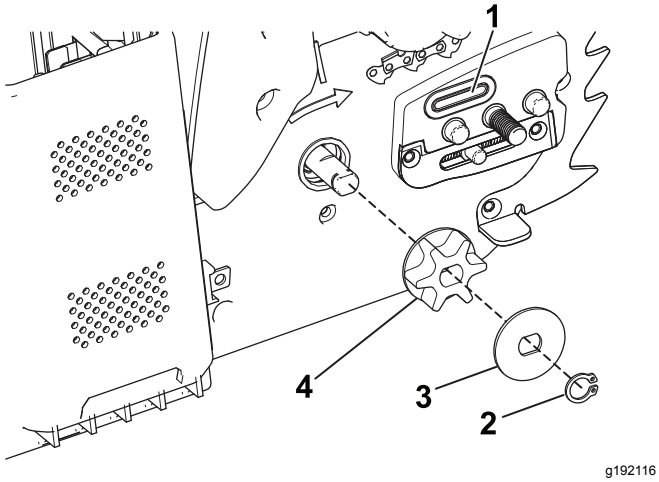

Figure 30
5. Déposez le clip, l'entretoise et le pignon d'entraînement de la tronçonneuse (Figure 30).
7. Contrôlez le passage d'huile (Figure 30) et enlevez les débris éventuellement présents.